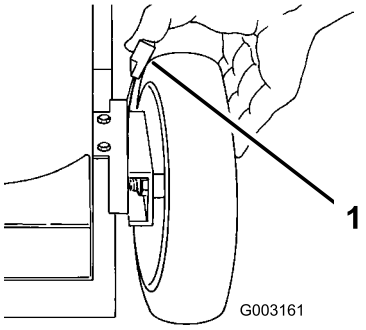

**Figura 17**
1. Tirate la leva di regolazione dell'altezza della ruota verso la ruota (Figura 17), e spostatela nella posizione opportuna.